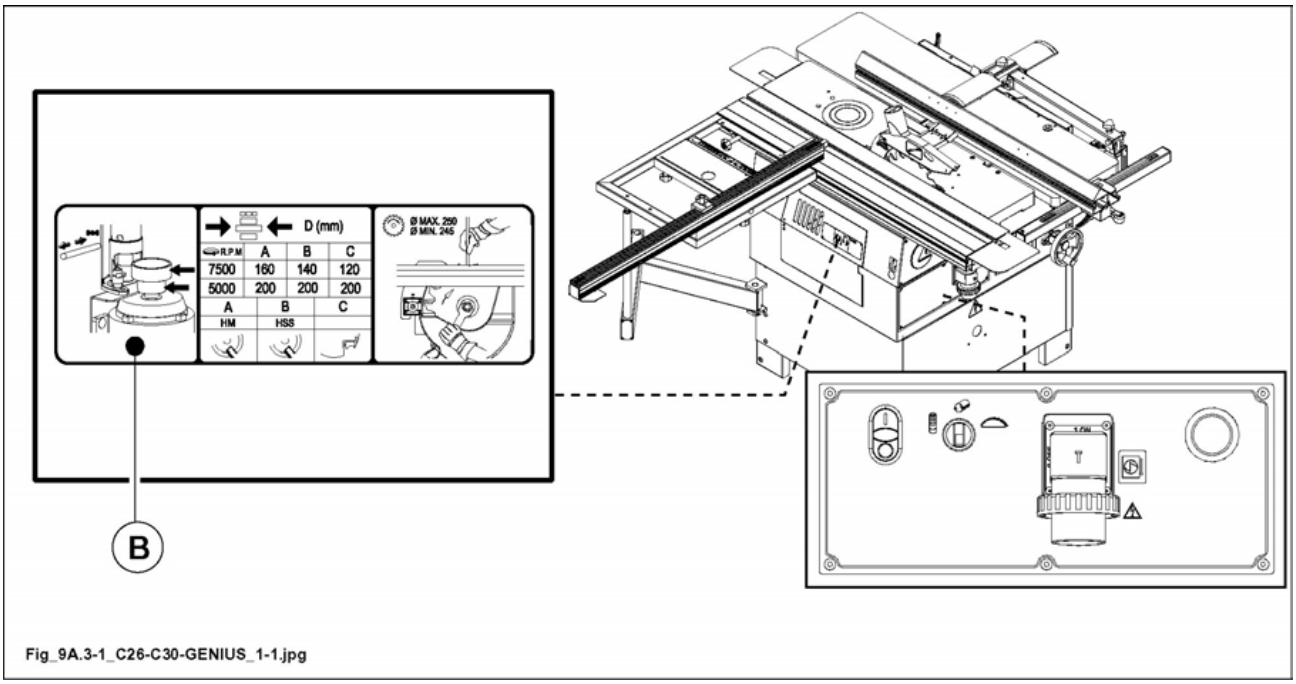

Fig. 9.3-1
Positions and relative speed are given on the plate (B fig. 9.3-1).
before carrying out any of the operations make sure to cut the main electric power and disconnect socket (T fig. 9.3-1-1) from plug (S fig. 9.3-1-1).
- Open the door (V fig. 9.3-1-1) (activates a microswitch which prevents the motor from starting).
- Loosen the handle (A fig. 9.3-1-1).
- Push the motor. The belt (C fig. 9.3-1-1) is now loosened.
- Change the seat of the belt, positioning it depending on the speed to be obtained, referring to the plate (B fig. 9.3-1-1).
- Operate the motor, moving the two pulleys away and tightening the handle (A fig. 9.3-1-1).